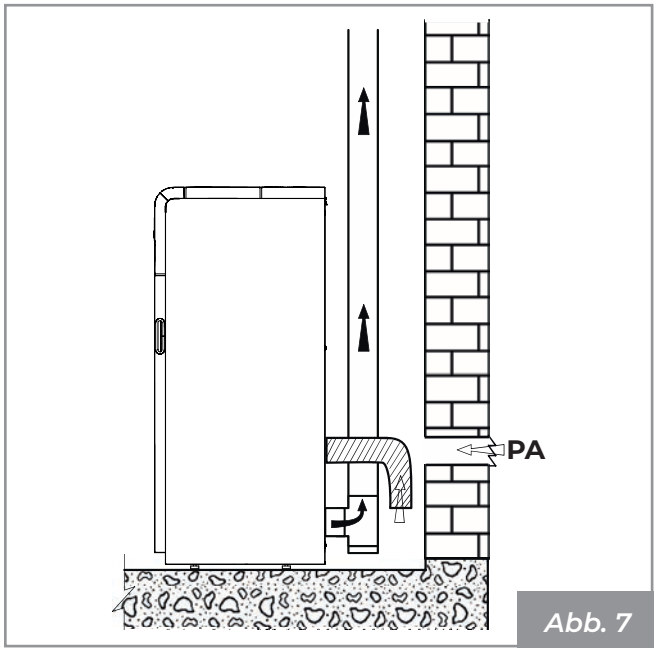
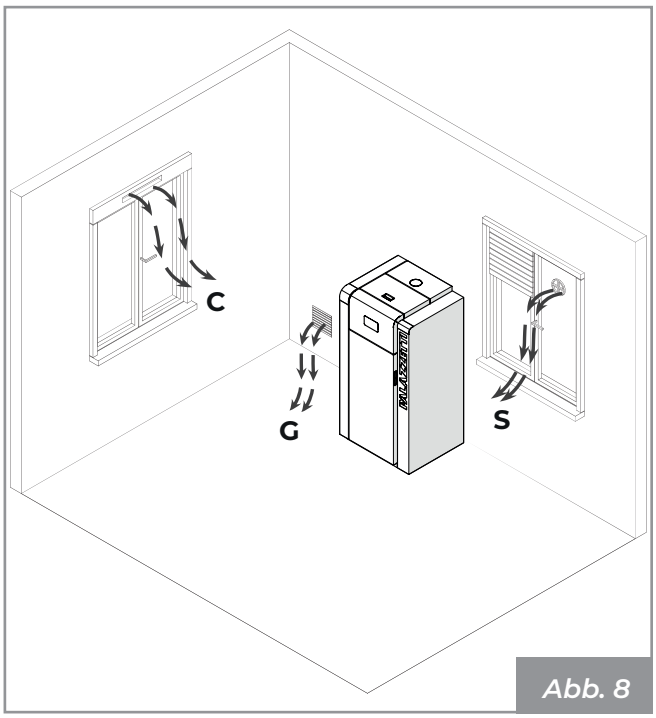

Abb. 7
Abb. 8
- aus der Installationsumgebung oder aus geeigneten Nebenräumen kommen (**Abb. 7** - **Abb. 8**)
Machen Sie den Lufteinlass an der Wand (**Abb. 7 - PA** = Lufteinlass), und lassen Sie das Gerät frei, um Luft in den Raum anzusaugen.
Wenn es nicht möglich ist, der Lufteinlass im Raum anzusaugen, ist es möglich, das Außenloch in einem angrenzenden Raum zu machen, solange es dauerhaft mit einem Durchgangsgitter verbunden ist (**Abb. 8 - C** = Rollladenkasten, **G** = Gitter, **S** = Rollladen).